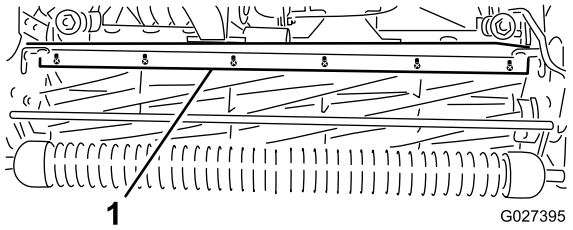

Figur 53
1. Løsn skruerne, som fastholder den øverste stang (Figur 53) til klippeenheden.